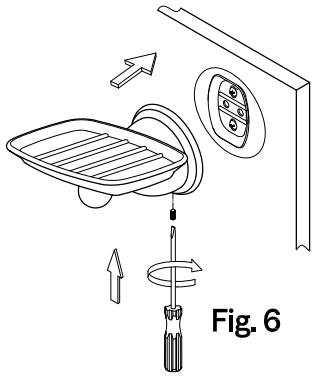

Fig. 6
Step 5. Place the unit, with the small hole in the base underneath, over the mounting plate by tightening the slotted set screw with a flathead screwdriver until the base is tightly fixed (Fig 6).